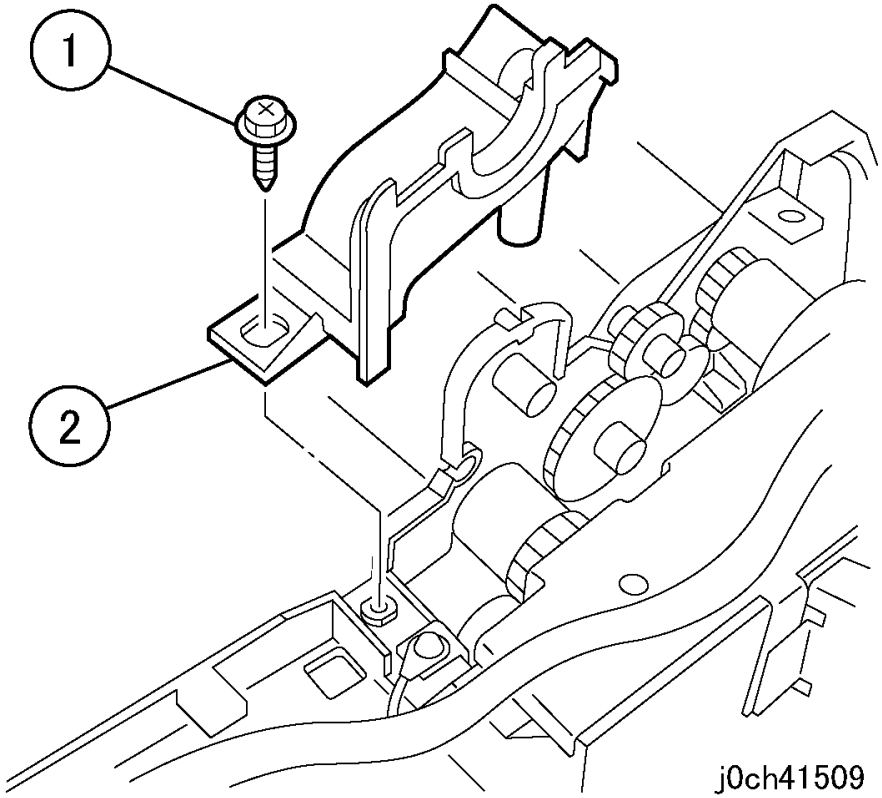

Рисунок 1 Снятие задней заглушки (j0ch41509)
5. Снимите заднюю заглушку (рисунок 1).